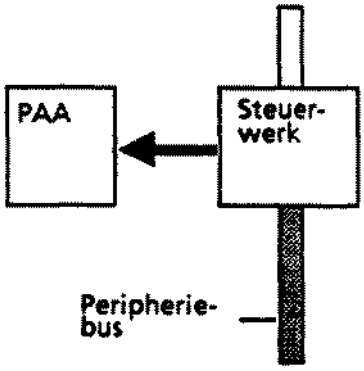

Рис. 2.7. Процессор формирует таблицу состояния выходов "PAA".
* Полученные в программе результаты процессор записывает в таблицу состояния выходов "PAA" (рис. 2.7).